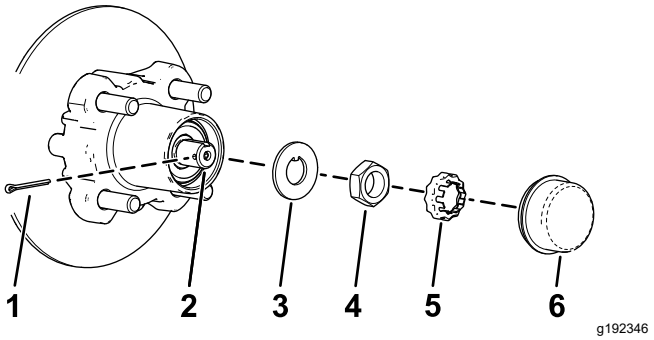
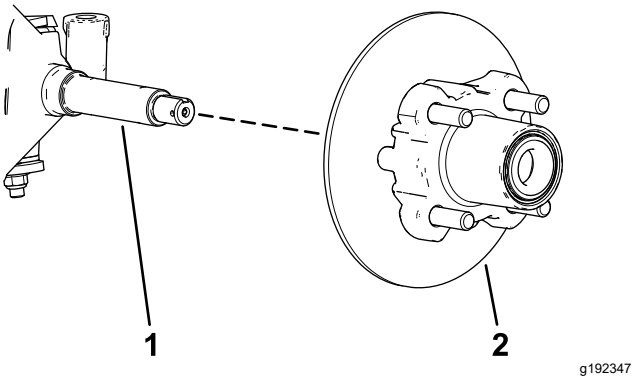

Figuur 33
Figuur 34
4. Verwijder de stofkap van de naaf (Figuur 33).
5. Verwijder de borgpen en de moerzekering van de as en de asmoer (Figuur 33).
6. Verwijder de asmoer van de as, en verwijder de naaf en de rotor van de as (Figuur 33 en Figuur 34).